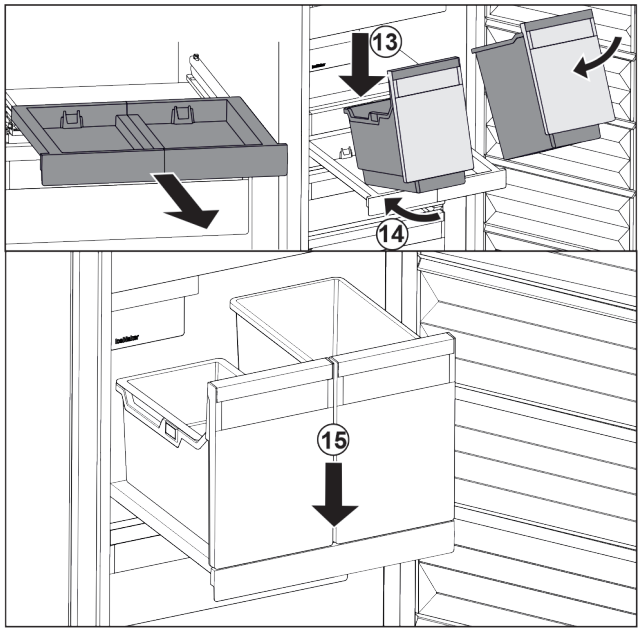

*Fig. 175*
▶ Așezați recipientele oblic pe raftul extractibil. *Fig. 175 (13)*
▶ Inserați recipientul oblic spre partea posterioară. *Fig. 175 (14)*
▶ Depuneți recipientul în față. *Fig. 175 (15)*